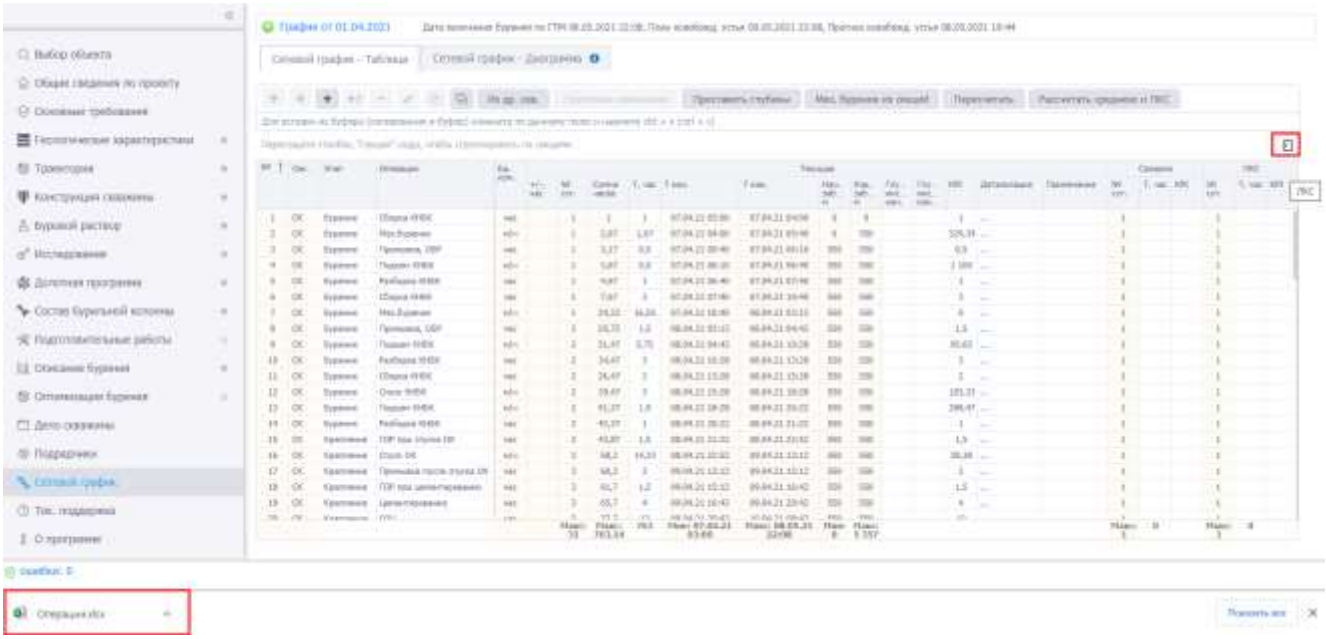

Рис. 3.298
- экспорт сетевого графика. При нажатии на кнопку в открывающемся списке выбирается - экспортировать всё или экспортировать выбранные строки. Сетевой график будет экспортирован в формате *xls (рис. 3.298).